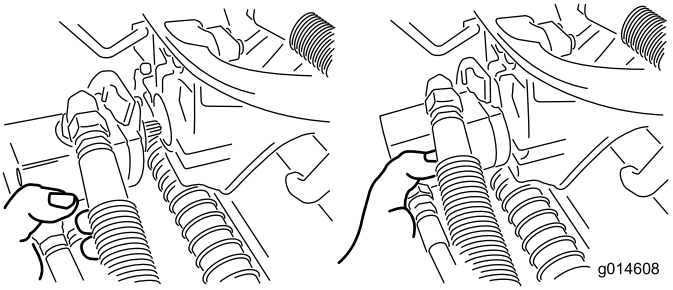

**Figuur 37**
3. Zet de motor in de opbergruimte op de voorkant van de ophangarm (Figuur 37).